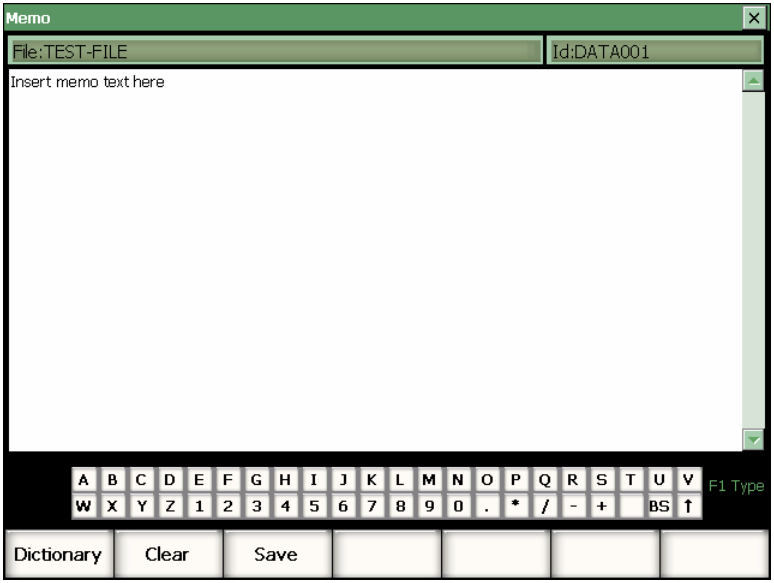

Figure 10-14 The Memo page
3. After the proper ID has been selected, press **Files > Memo** to enter the **Memo** page (see Figure 10-14 on page 219).